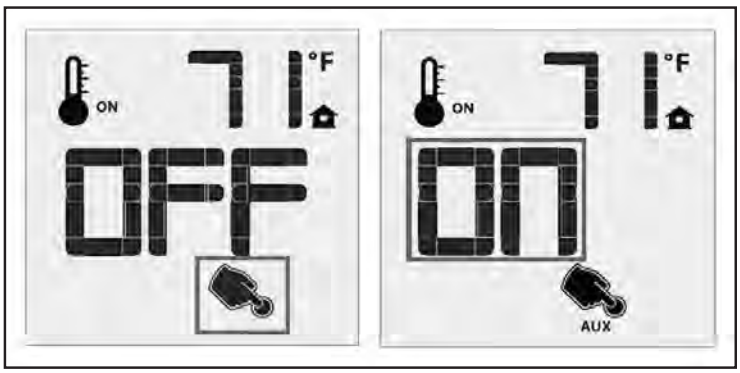

Figure 64: Remote Control with Aux for Accent Lights.
The DV48 is shipped with two (2) firebox accent lights. They are connected to the auxiliary power outlet of the Proflame Fan Control Module. The lights can be turned on or off using the Auxiliary function on your remote control. Press the Mode Key on the remote control until the Auxiliary Function icon is highlighted. Pressing the Up or Down arrow keys will turn the accent lights on or off. See Figure 64 for the AUX icon details. A single "beep" will confirm the reception of the command.